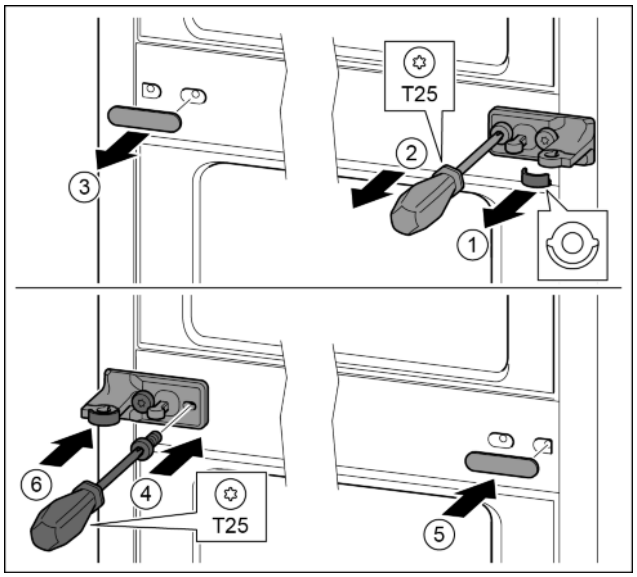

Fig. 13
▶ Remove the disc. *Fig. 13 (1)*
▶ Remove the screws with the T25 screwdriver. *Fig. 13 (2)*
▶ Remove the cover carefully. *Fig. 13 (3)*
▶ Screw the bearing bracket and the film rotated 180° firmly onto the other side. *Fig. 13 (4)*
▶ Attach the cover rotated 180° onto the other side. *Fig. 13 (5)*
▶ Push the disc in from the front. *Fig. 13 (6)*